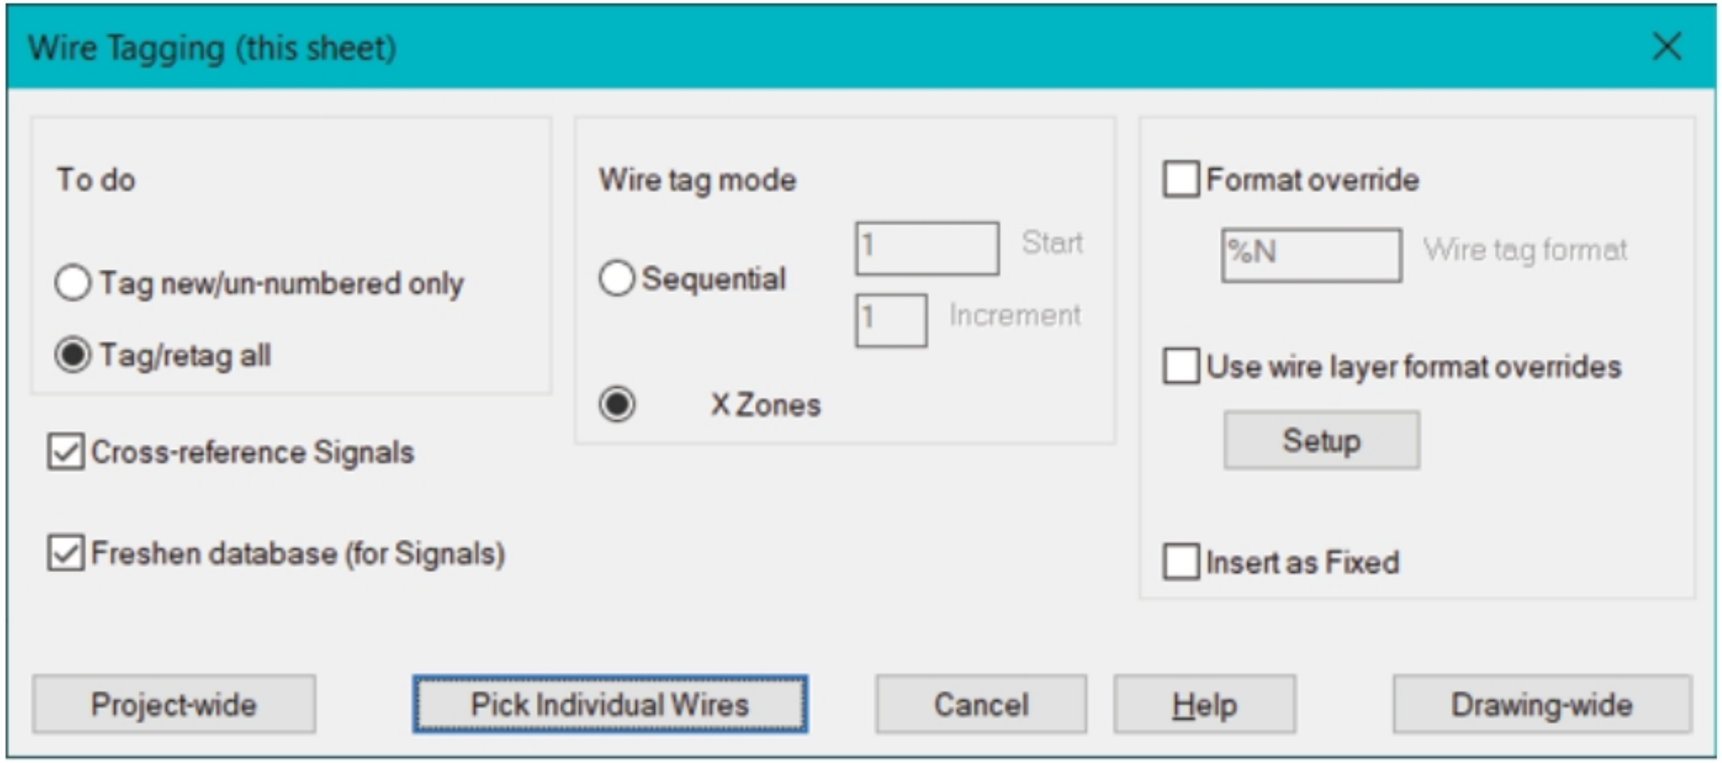

Figure-24. Wire Tagging dialog box
- Click on the **Wire Numbers** tool from the **Wire Numbers** drop-down. The **Wire Tagging** dialog box will be displayed as shown in Figure-24.